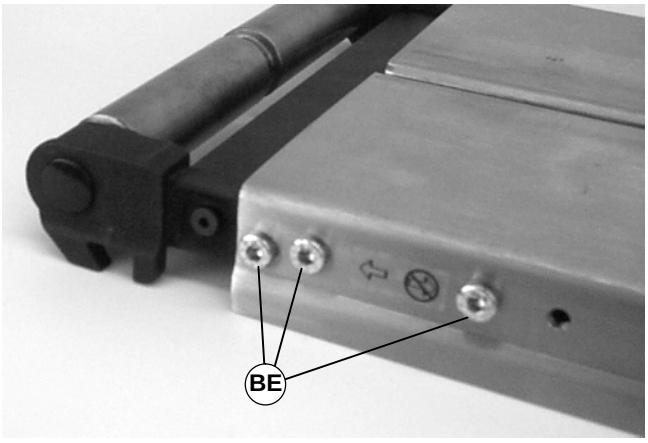

Abbildung 42
1. Drei (3) Schrauben (BE siehe Abbildung 42) zu beiden Seiten des Förderers entfernen.